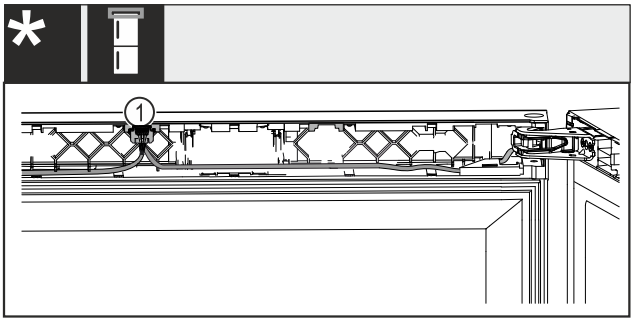

*Fig. 64 Vīna ledusskapja un saldētavas kombinācijas**
▶ Nofiksējiet spraudni *Fig. 64 (1)* vadotnē.*